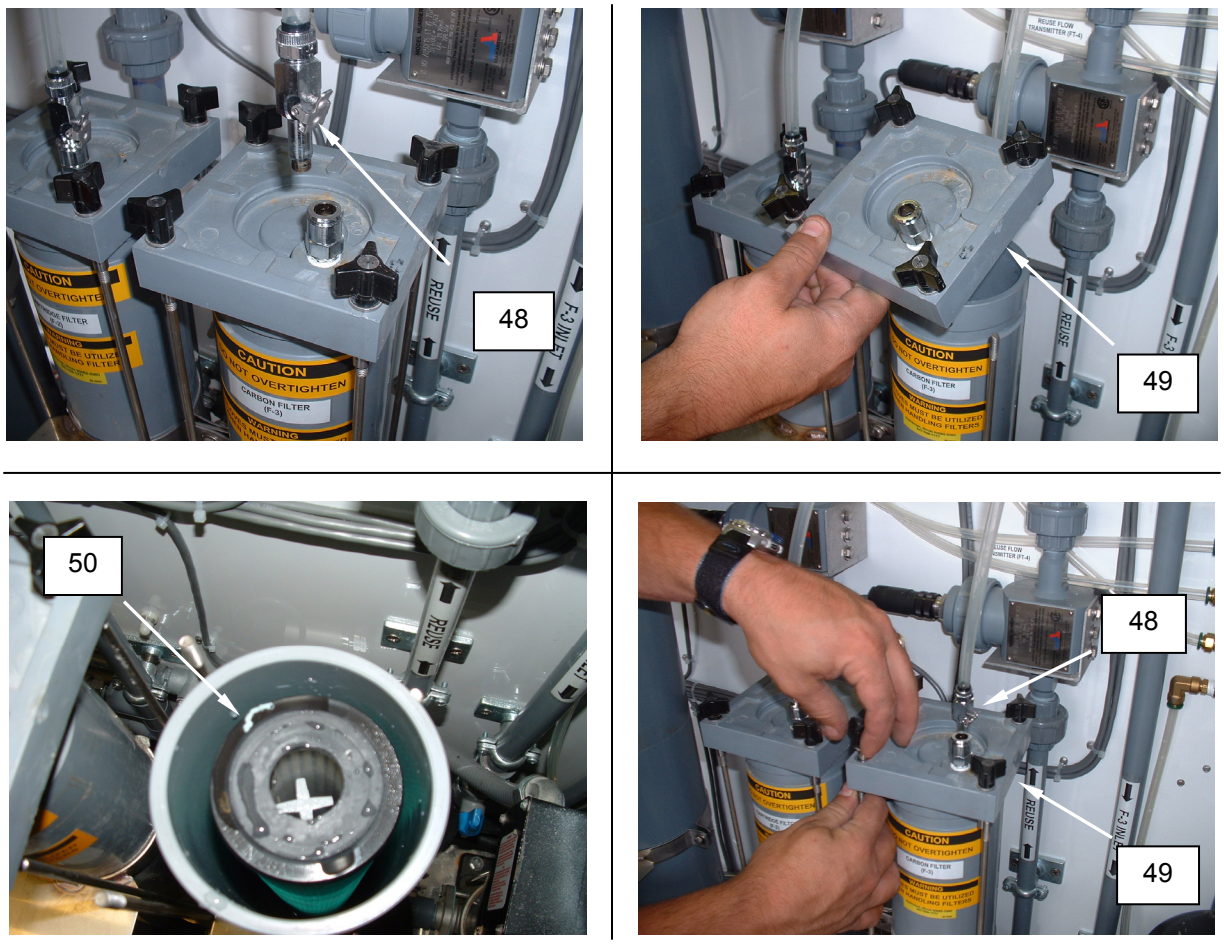

Figure 27. Add Antifreeze - Filter F-3.
1. Disconnect air bleed quick disconnect **(Figure 27, Item 48)**.
2. Remove F-3 canister lid **(Figure 27, Item 49)**.
3. Remove filter cartridge **(Figure 27, Item 50)**.
5. Reinstall F-3 canister lid **(Figure 27, Item 49)** and secure.
6. Reconnect air bleed quick disconnect **(Figure 27, Item 48)**.